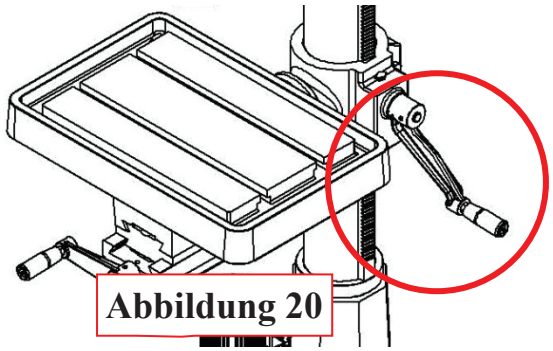

Abbildung 20
(2) Schwenken Sie dann den Tischgriff in die richtige Position. **(Abbildung 20)**